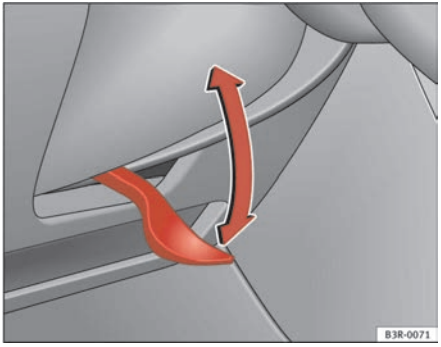

Fig. 137 Lever beneath steering column
– Push the lever ⇒ fig. 137 down ⇒ ⚠.